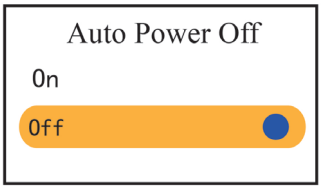

Figura 4.10E Configuración apagado automático
- Auto power off (Apagado automático): Para activar/Desactivar el modo de Apagado Automático, la configuración predeterminada de fábrica es "On" (encendido), como se muestra en la Figura 4.10E.